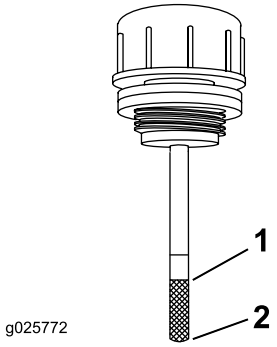

Bild 68
9. Ziehen Sie den Ölpeilstab heraus und schauen Sie das Ende an (Bild 68). Wenn der Ölstand an der "Auffüllen"-Markierung liegt, gießen Sie langsam so viel Öl in den Hydraulikbehälter, um den Ölstand auf die "Voll"-Markierung anzuheben.